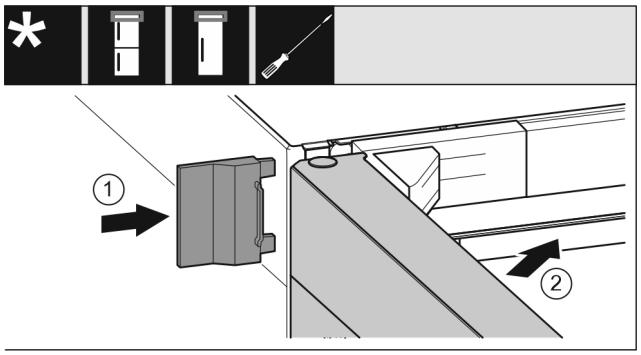

Fig. 27
▶ Montați capacul exterior *Fig. 27 (1)*.
▶ Închideți ușa superioară *Fig. 27 (2)*.